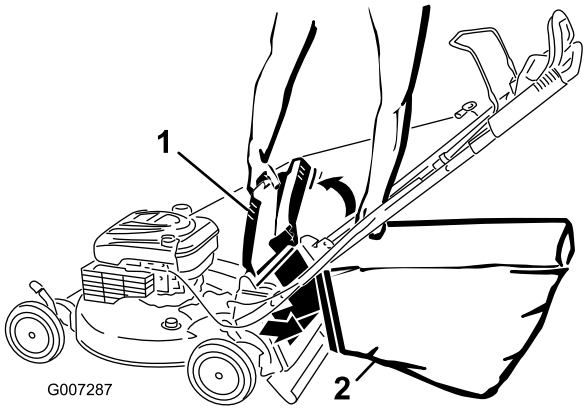

**Figura 21**
4. Appendete il bordo superiore anteriore del cesto di raccolta sulle apposite tacche (Figura 21).